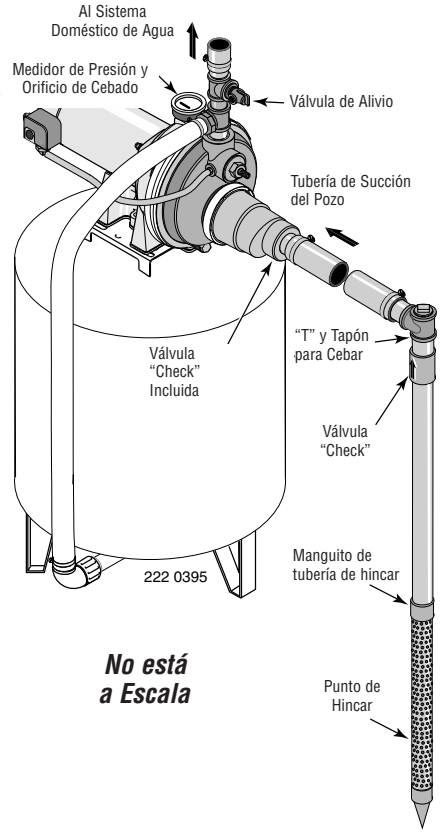

Figura 5: Instalación del Punto de Hincado
INSTALACION DEL PUNTO DE POZO (Figura 5)
5. Utilice el menor número de conexiones posible (especialmente codos) al conectar la tubería desde el punto del pozo al orificio de succión de la bomba. La tubería de succión debe ser por lo menos del mismo tamaño que el orificio de succión en la bomba (ncluya una válvula “check” - Vea la Figura 5). Soporte la tubería para que no haya inclinaciones verticales o hundimientos en ella a fin de que no ejerza tensión sobre el cuerpo de la bomba y con el propósito de que no se incline ligeramente hacia arriba desde el pozo hacia la bomba (los puntos altos pueden ocasionar que se formen bolsas de aire que pueden bloquear la bomba). Utilice cinta de teflon o compuesto para unir tuberías autorizado para utilizarse en PVC. Las juntas deben ser a prueba de agua y estar herméticamente cerradas. Si la tubería de succión pudiera succionar aire, la bomba no podría sacar agua del pozo. Si un punto de pozo no proporciona suficiente agua, considere la posibilidad de conectar dos o tres puntos de pozo a una tubería de succión.